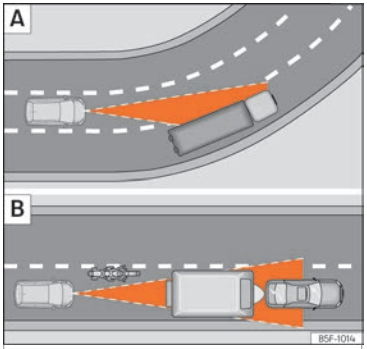

Fig. 188 A Véhicule à l'abord d'un virage. B Motocycliste circulant à l'avant hors du rayon d'action du capteur radar.
L'ACC pourrait ne pas détecter dans un virage le véhicule précédent, ou pourrait régler la distance par rapport à des véhicules qui se trouvent sur d'autres voie ››› **fig. 188** A.
- Véhicules circulant de manière non alignée ou en dehors de la zone de détection du capteur, par exemple, des motos. ››› **fig. 188** B